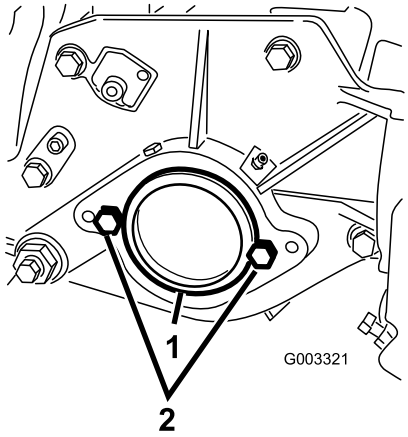

Figuur 7
2. Verwijder de kunststofplug op het rechter uiteinde van het maaidek uit de lagerbehuizing (Figuur 7).
3. Verwijder de 2 tapbouten van de rechter zijplaat (Figuur 7).
2. Tapbout (2)
5. Plaats de 2 tapbouten voor de bevestiging van de motor van de messenkooi losjes op linker zijplaat van het maaidek (Figuur 7).